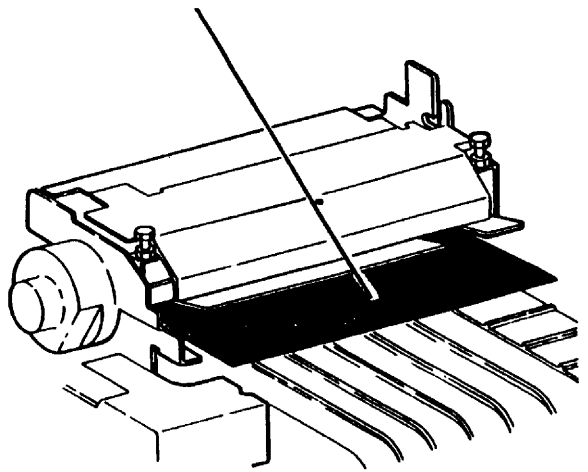

Рис. 1 Размещение контрольной копии
4. Посмотрите на дисплей с шестнадцатиричным кодом. Если на дисплей выведено число от C0 до CF, разместите копию с темным напылением между нагревательным валом и прижимным роликом (рис. 1). Закройте копировальный аппарат, чтобы загрузить узел фьюзера.